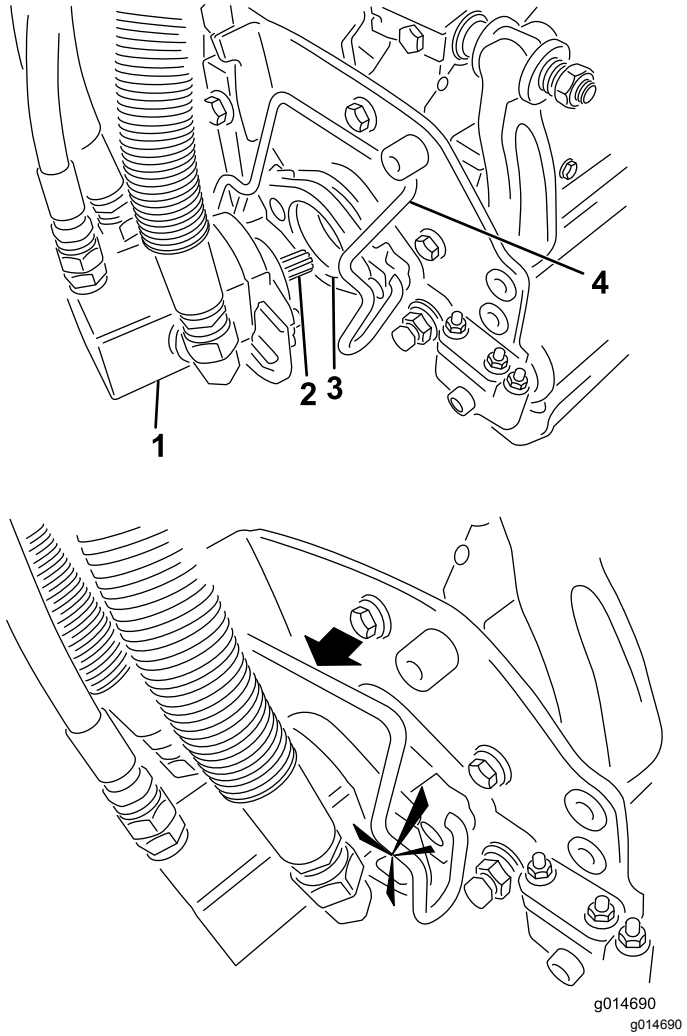

Рисунок 4
4. Вставьте двигатель в левую сторону узла бороны (если смотреть со стороны оператора) и вытягивайте фиксатор двигателя на узле бороны в сторону двигателя до тех пор, пока не услышите щелчок с обеих сторон двигателя (Рисунок 4).